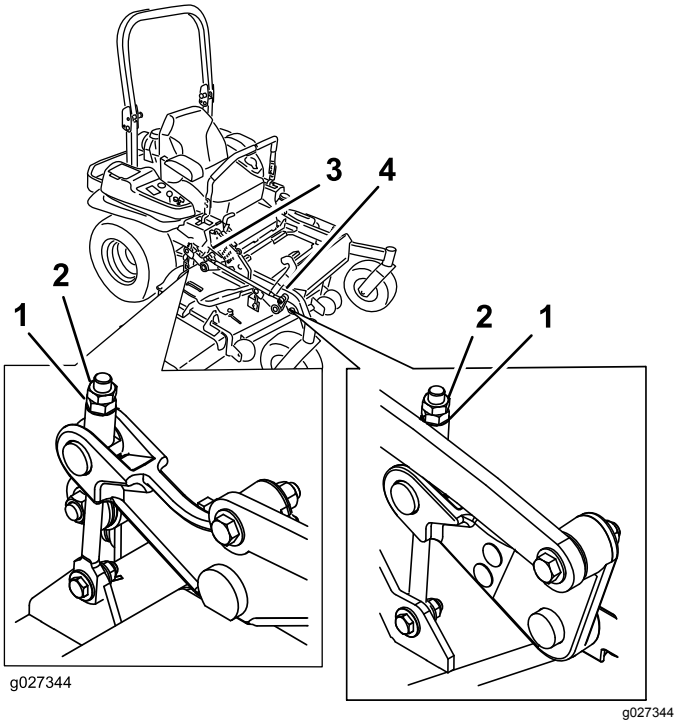

Figur 108
10. Finjuster justeringsmutteren på den fremre klippeenheten ved å vri på den (Figur 108).
16. Finjuster skruejusteringen ved å vri den til 8,3 mm høyde (se Figur 108).